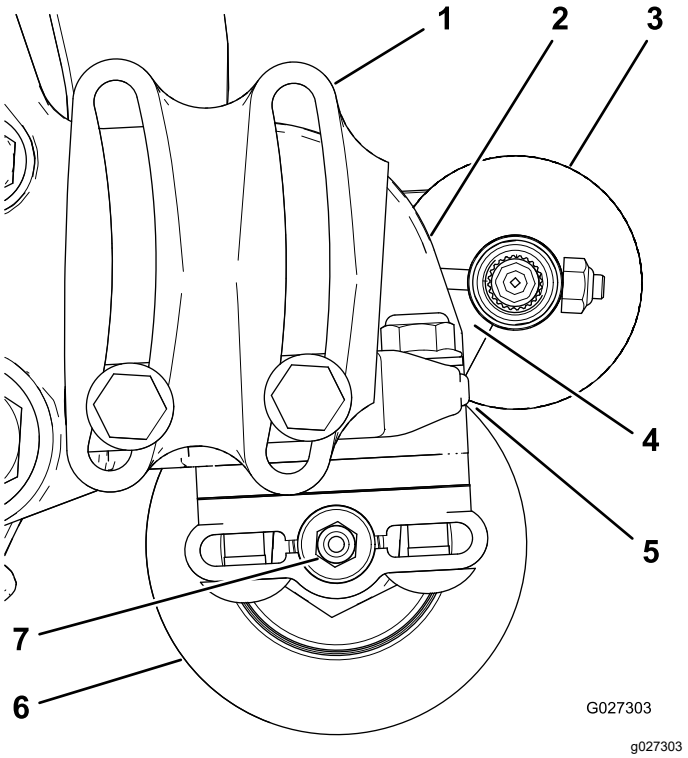

Figur 14
2. Placer rullebørsten, så den er i let kontakt med eller hviler på bagrullen (Figur 14).